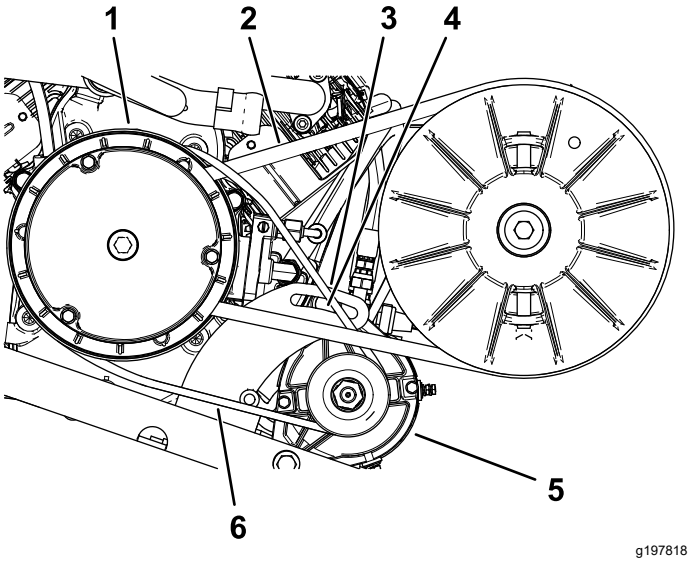

**Figur 70**
2. Løsne startergeneratorens svingmutter (Figur 70).
4. Trykk spikerjernet nedover for å vri starteren ned i sporet til remspenningen er 6 mm ved 44 Nm styrke (Figur 70).
5. Stram svingmutteren for hånd, og fjern spikerjernet (Figur 70).